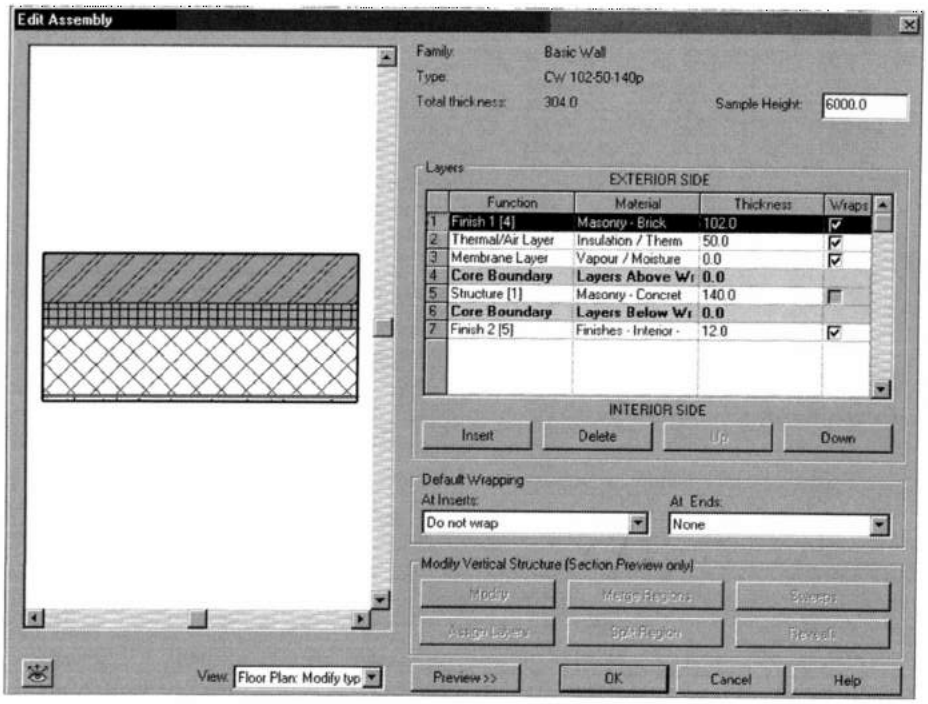
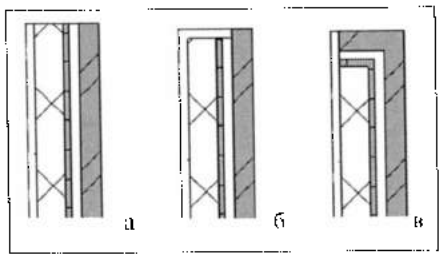
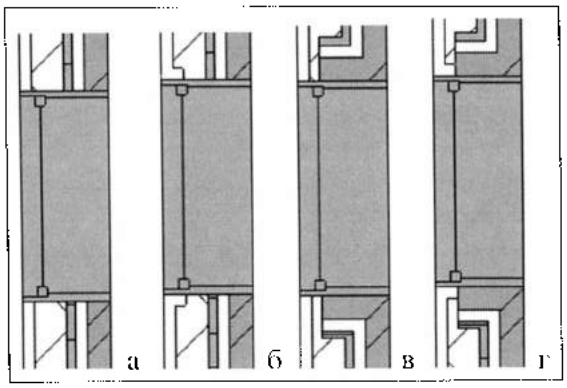

Рис. 15.16. *Редактирование структуры многослойной стены*
Рис. 15.18. *Огибание слоев в торцах*
Рис. 15.19. *Огибание слоев при вставке окна.*
Многослойные структуры редактируются в боксе **Edit Assembly** (Редактировать сборку) (рис. 15.16), который открывается из свойств типоразмера стены, в которых необходимо в строке параметра **Structure** (Структура) нажать в поле **Value** кнопку **Edit** (Редактировать).
1. Нажать в боксе **Edit Assembly** (см. рис. 15.16) кнопку **Insert** (Вставить).
Огибание слоев. Огибание слоев многослойных стен происходит в торцах стены и в местах вставки окон и дверей и видно на виде в плане. Задать вариант огибания можно в боксе **Edit Assemble** (см. рис. 15.16) в разделе **Default** Wrapping (Стандартное огибание), выбрав его в списке **At Ends** (В торцах) для торцов (рис. 15.18) и в списке **At Inserts** (В местах вставки) для проемов (рис. 15.19).